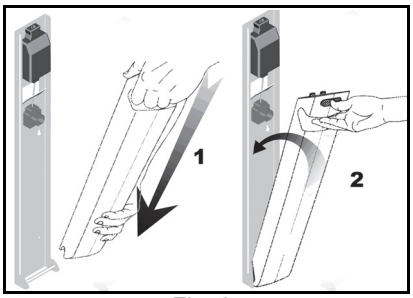

Fig. 2
1) Inserire il gruppo batterie nel caricabatteria e spingerlo con decisione verso l'interno (vedere Fig. 2).